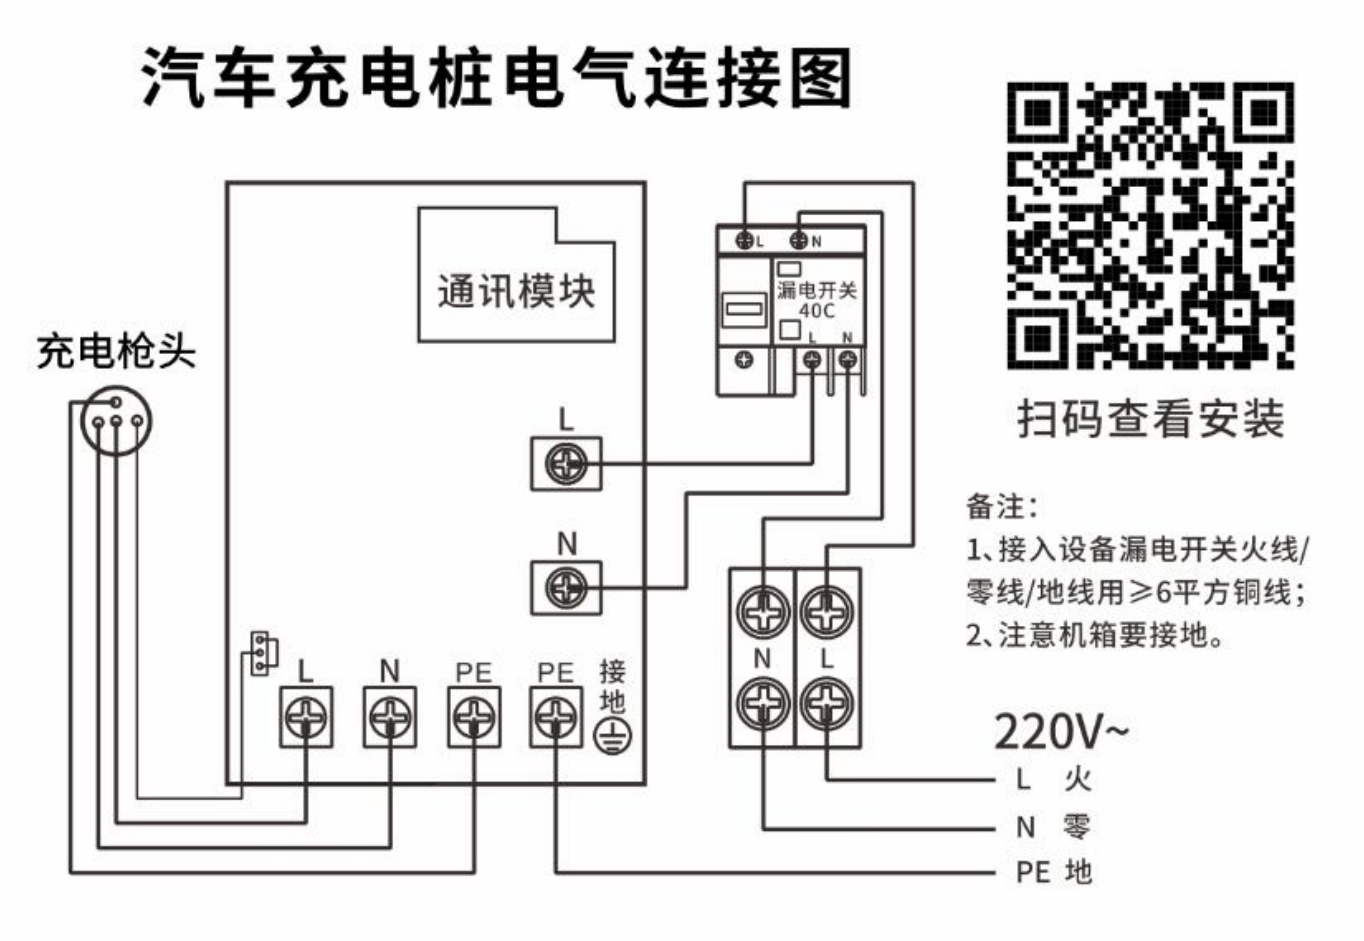

图 9
9、零火线接入设备漏电开关的输入端，地线接到接地端口，如图 9。